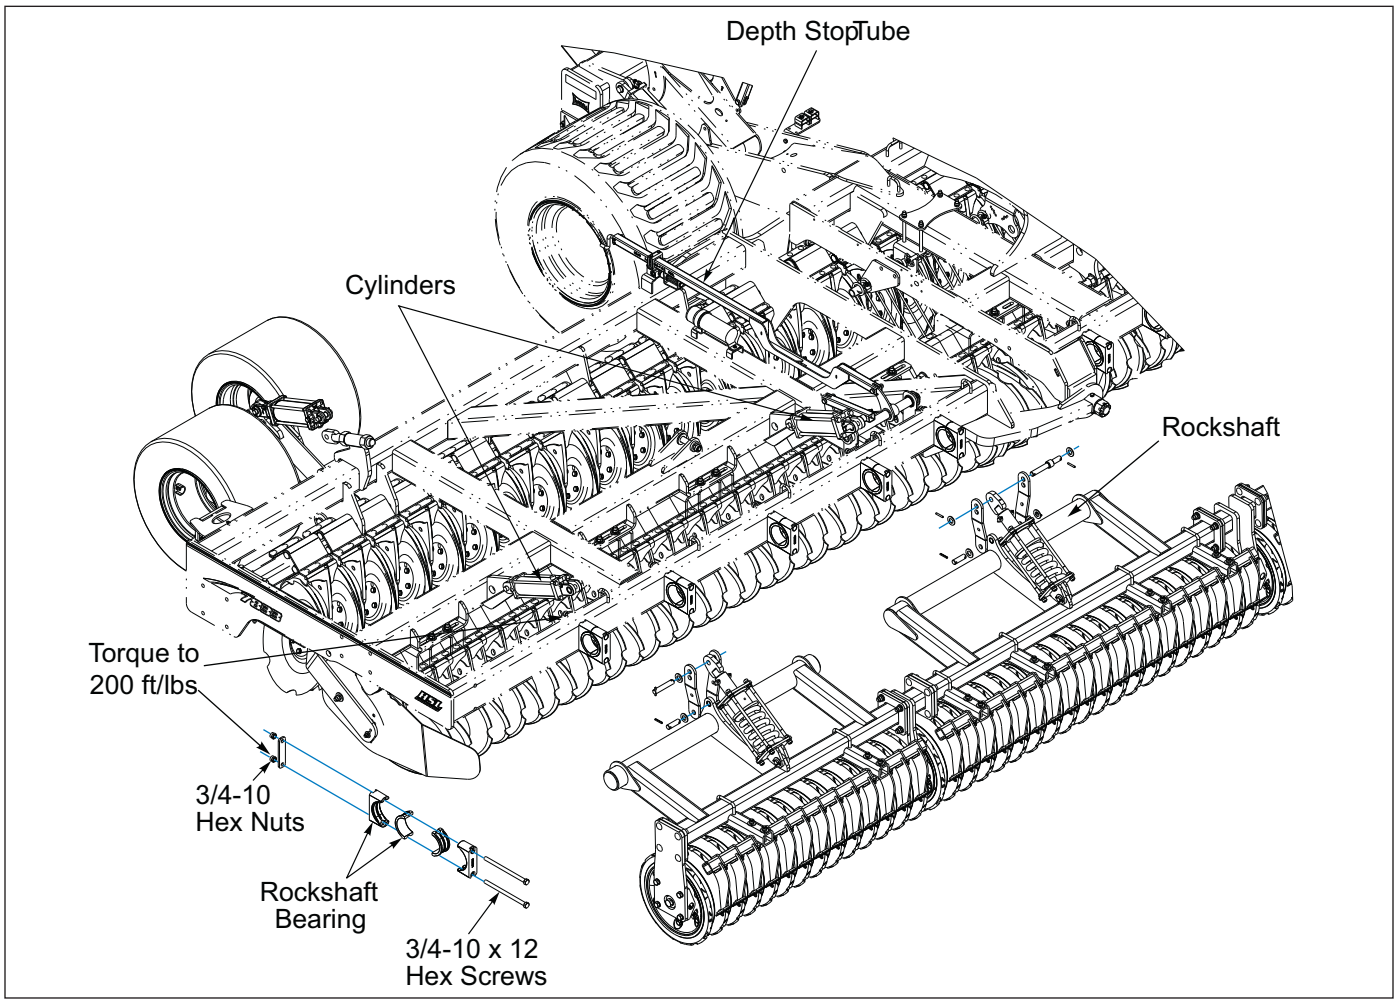

Figure 3-3: Rear Gauge Assembly
1. Once the rear gauge rock shaves are in place, secure the rock shaft bearings with the 3/4-10 x 12 hex screws provided. Torque the nuts to approximately two hundred foot pounds (200 ft/lb) (***See Figure 3-3***.)